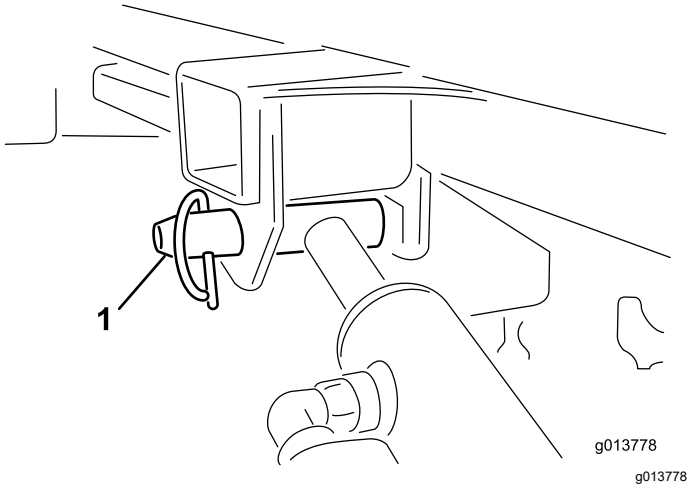

**Figuur 53**
11. Breng met een hand de hefcilinder omhoog. Verwijder met de andere hand de borgpen van de hefcilinder (Figuur 53).